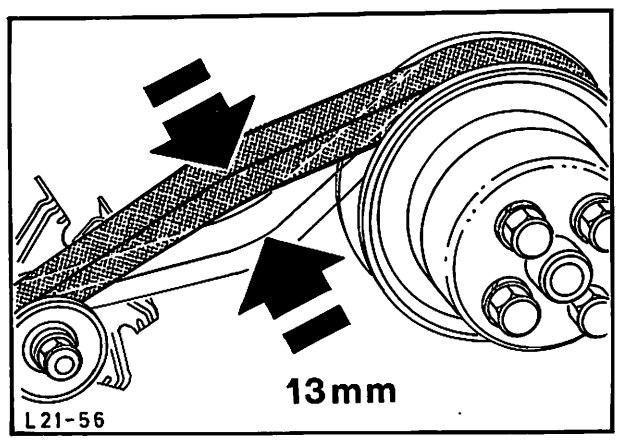

Abb. 190 Keilriemen – Lichtmaschine spannen
77. Keilriemen auflegen und so spannen, daß der Keilriemen zwischen Lichtmaschine und Lüfter 13 mm Gesamtspiel hat, Abb. 190.